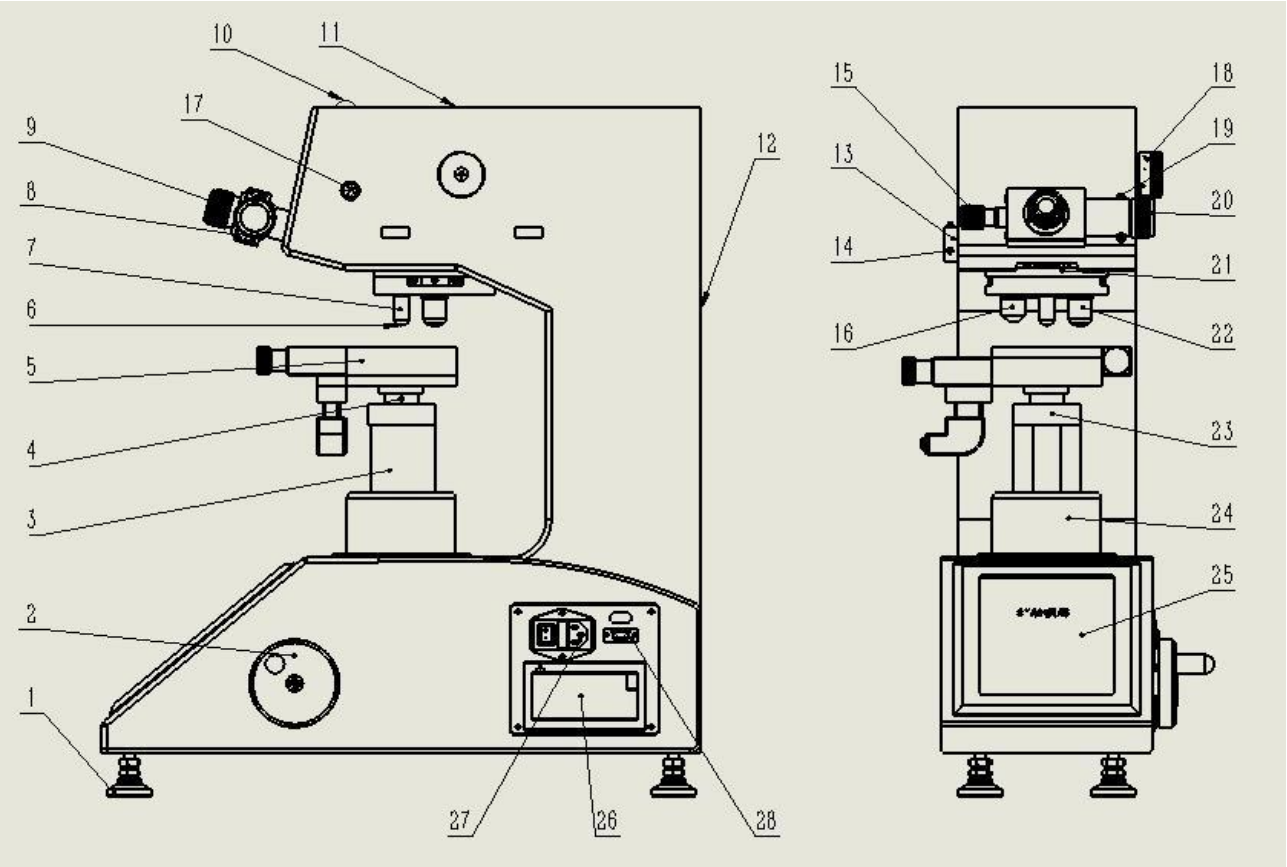

Рис. 4.1
4.2.1 Распакуйте транспортировочную коробку, достаньте комплект принадлежностей и твердомер (рис.4.1).